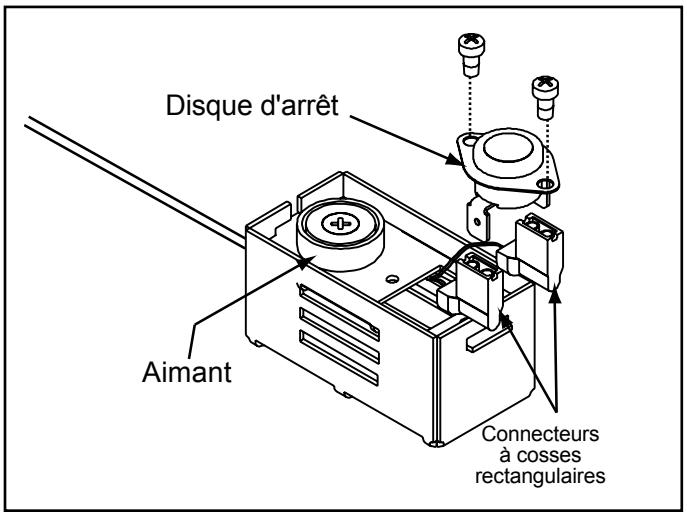

Figure 36.4
3. Tirez le disque d'arrêt et les connexions à cosses rectangulaires vers le haut pour les sortir du support comme illustré à la **figure 36.4.**